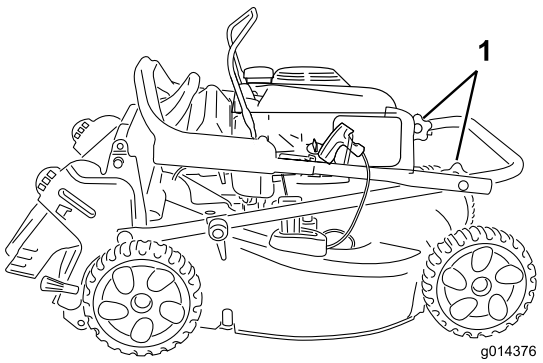

Figura 3
1. Allentate le manopole superiori della stegola (Figura 3).
3. Serrate saldamente le manopole della stegola a mano (Figura 3).